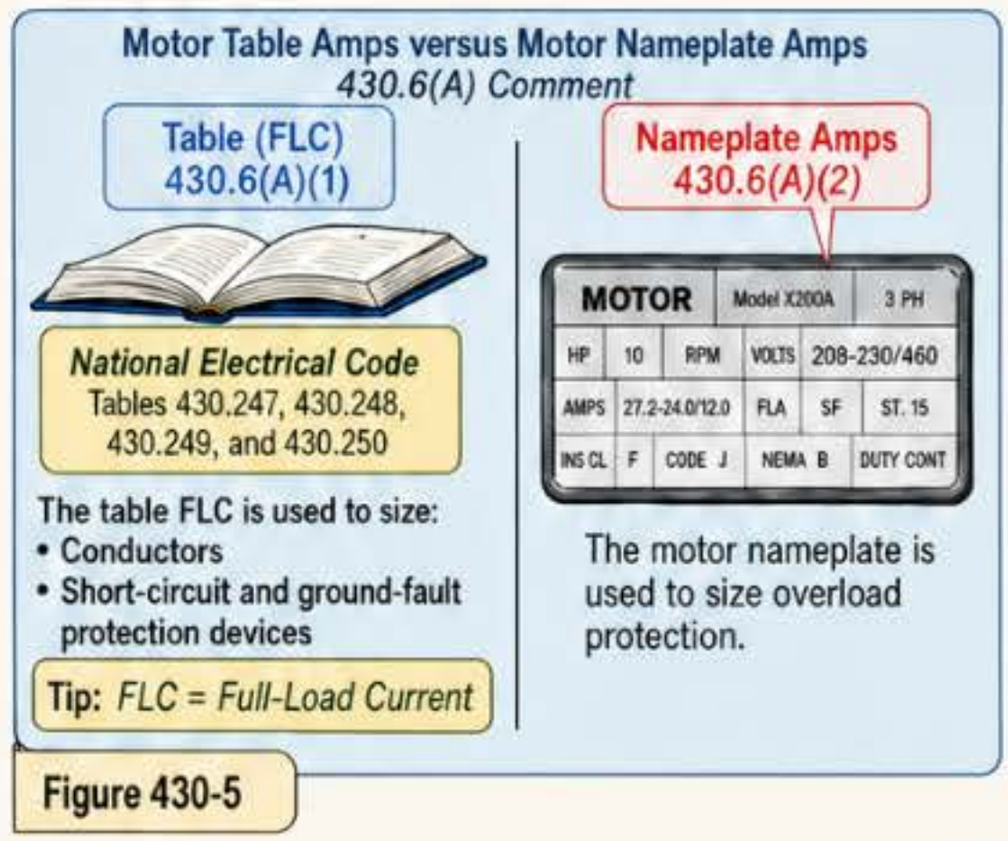

Figure 430-5
(A) *General Requirements.* Motor current ratings used for the application of this article are determined by (A)(1) and (A)(2). ▶ **Figure 430-5**